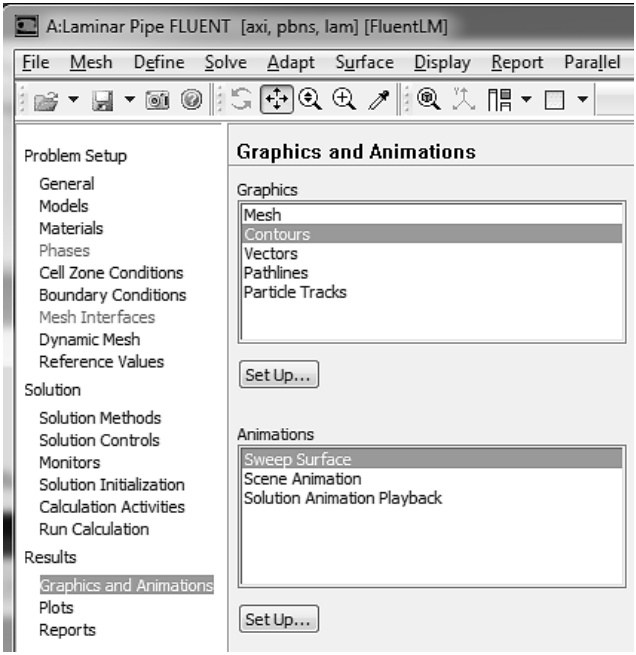

Рис. 61.
2) В окне Graphics выбираем Contours и жмем кнопку Set Up…, рис. 61.